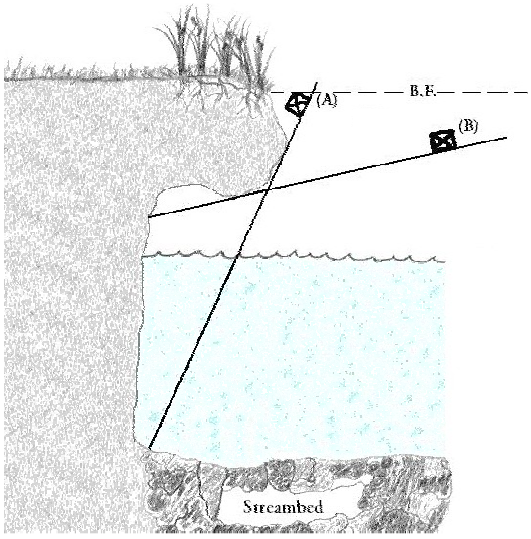

Figure 23. Undercut banks with a constant depth are measured with the base of the depth rod at the highest elevation (angle B, not angle A).
c. Occasionally the back of the undercut will be a consistent depth, thereby lacking a deepest point (Figure 23). Place the depth rod at the highest elevation, resulting in the smallest angle (angle B).